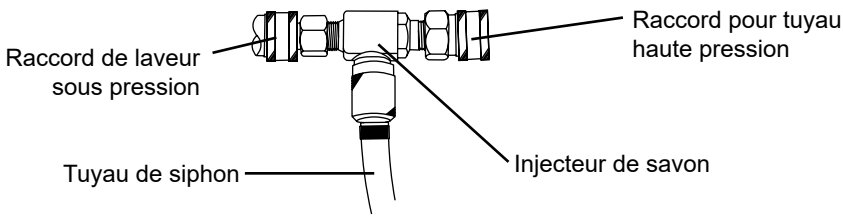

Fig. 1
1. Assurez-vous que l'injecteur de savon extérieur est connecté à la sortie haute pression du laveur. (Fig. 1)